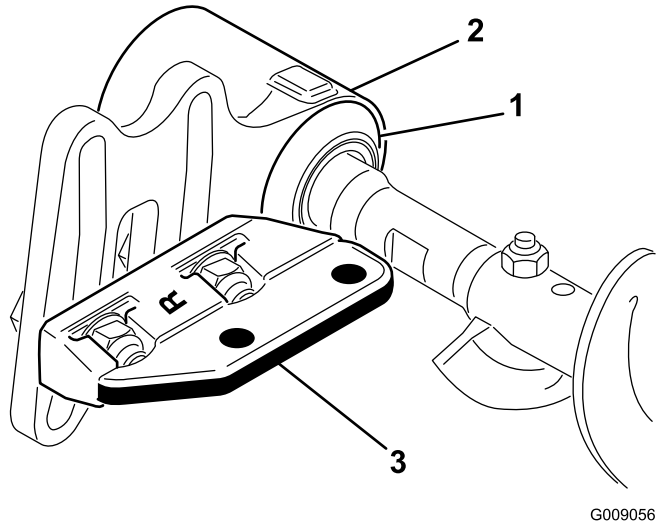

Bild 10
9. Schieben Sie jede Abschlussdichtung nach außen, bis die Lippendichtungen gerade jedes Lagergehäuse berühren (Bild 10).